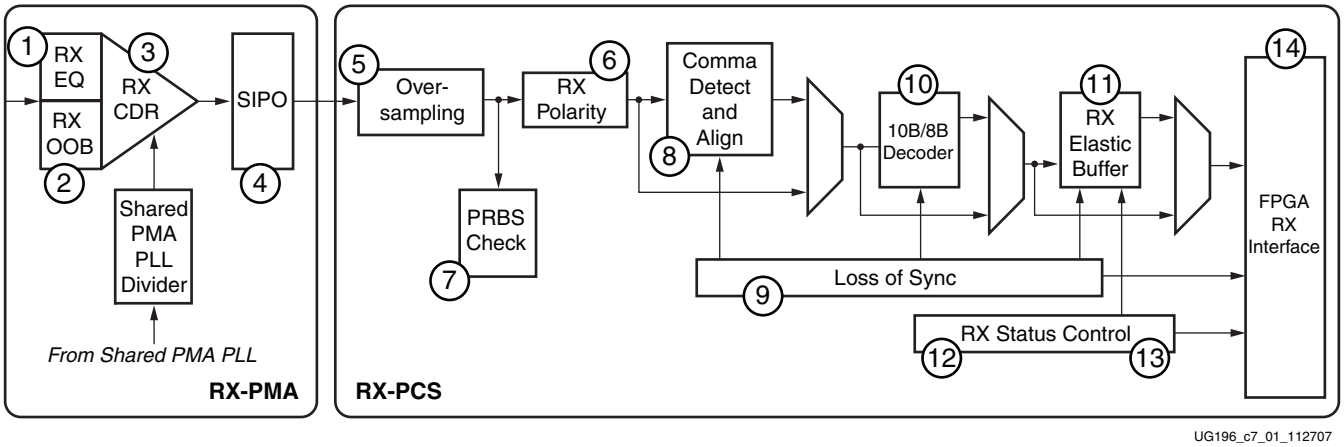

Figure 7-1: **GTP RX Block Diagram**
Each GTP transceiver includes an independent receiver, made up of a PCS and a PMA. Figure 7-1 shows the functional blocks of the receiver (RX). High-speed serial data flows from traces on the board into the PMA of the RX, into the PCS, and finally into the FPGA logic. Refer to Appendix E, Low Latency Design, for latency information on this block diagram.